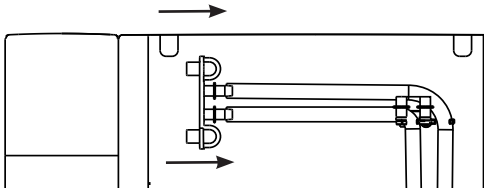

Figure 8
15. Replacez les tuyaux de vidange sur l'arrière. Voir la figure 8.